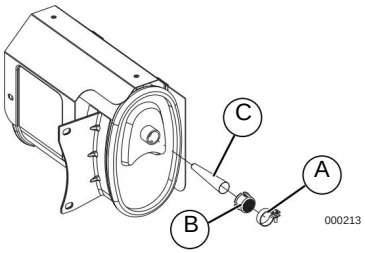

Figura 4-5. Filtro del supresor de chispas
1. Afloje la abrazadera (A) y retire el tornillo. Consulte la ***Figura 4-5.***
2. Revise la pantalla (B) y sustitúyala si está desgastada, perforada o dañada de alguna manera. Si la pantalla no está dañada, límpiela con un disolvente comercial.
3. Sustituya la pantalla del supresor de chispas (C) y el cono (B). Fíjela con la abrazadera (A) y el tornillo.